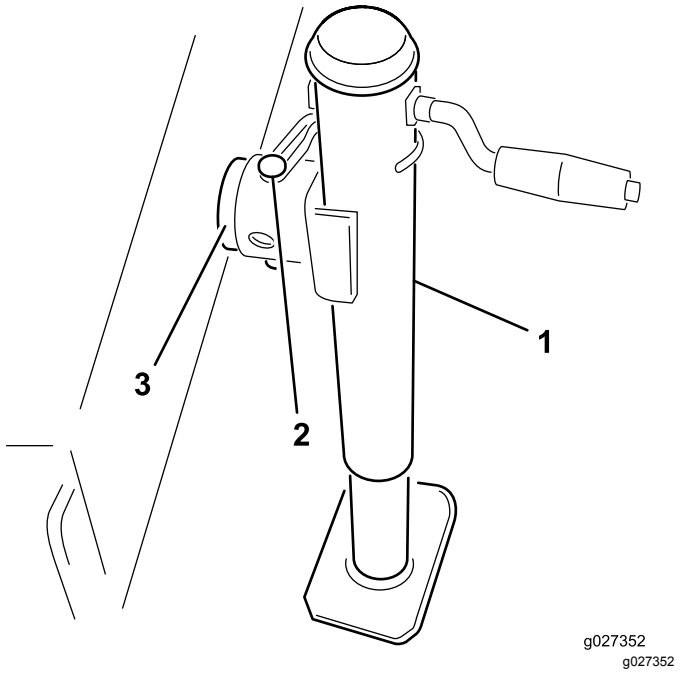

Figura 5
2. Acople el gato al bulón del bastidor y sujételo con el pasador (Figura 5).